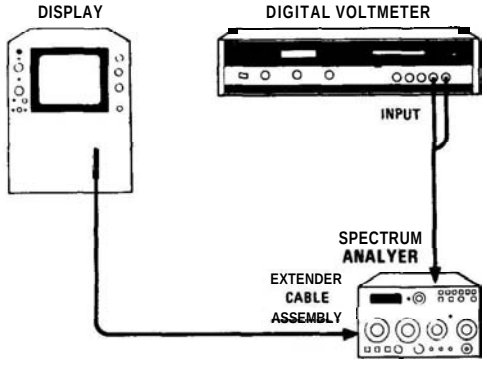

FIGURE 5-1. POWER SUPPLY CHECKS AND ADJUSTMENTS TEST SETUP
1. Connect equipment as shown in Figure 5-1. Install Frequency Control Assembly A7 on extender board and connect digital voltmeter to A7TP3 +14.5V.